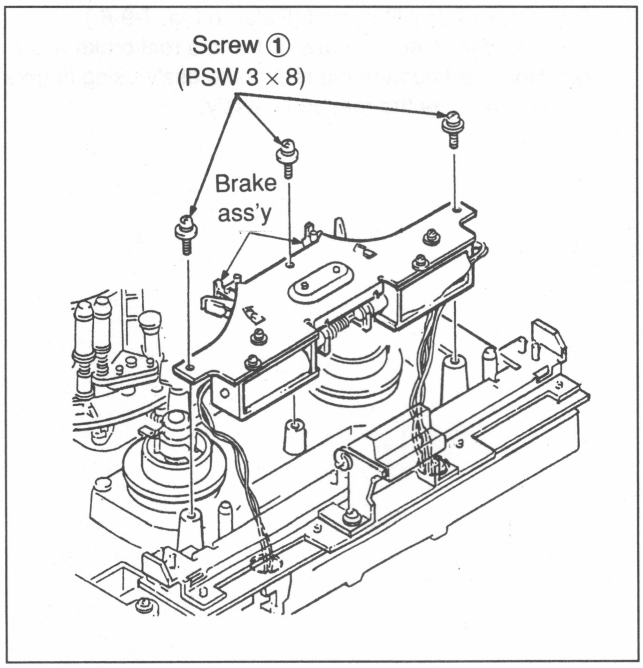

Fig. 7-9-8 Reel Brake Ass'y Installation
7. Reel Brake Ass'y Installation (Refer to Fig. 7-9-8.)